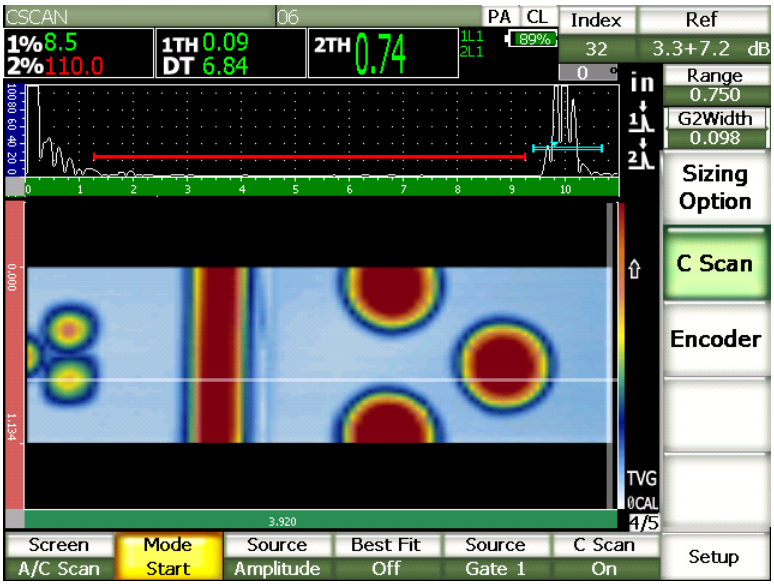

Figure 18-23 An acquired C-scan
2. Move your encoder and probe along your test piece at the appropriate scan rate so that you do not receive a LOS measurement (see Figure 18-23 on page 460).